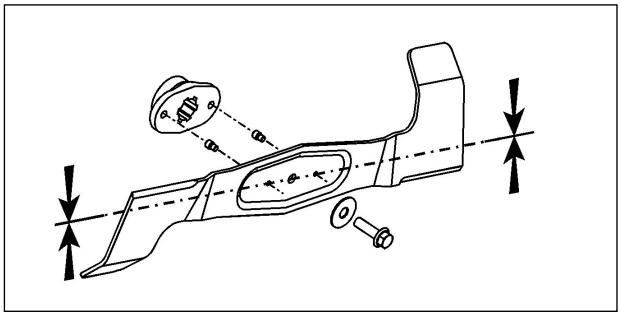

*Fig. 30*
As soon as the blades strike any solid object the shear bolts will break. Immediately stop the engine! Check the blades! Replace the broken shear bolts only with factory originals. For installation refer to fig. 30. Check to make sure that all blade mounting bolts are tightened.
2. When replacing the blades, be sure all parts are reassembled in proper order and securely tightened, or severe vibrations will occur (See fig. 30). Bent tip edges of blades must be toward top of the mower deck, or blades will not cut.
## SHEAR PINS (FIG. 30)